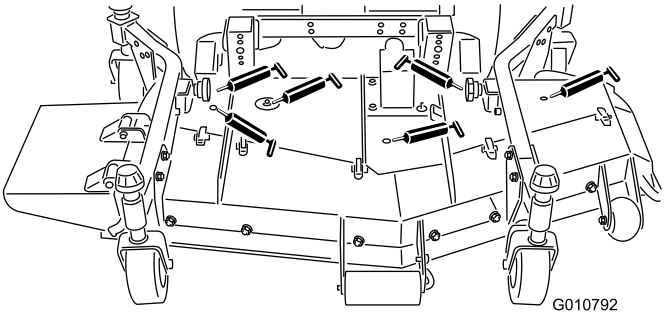

Figur 17
- Knivspindellejer (Figur 17)
- Højre og venstre trykarms kugleled (Figur 17)